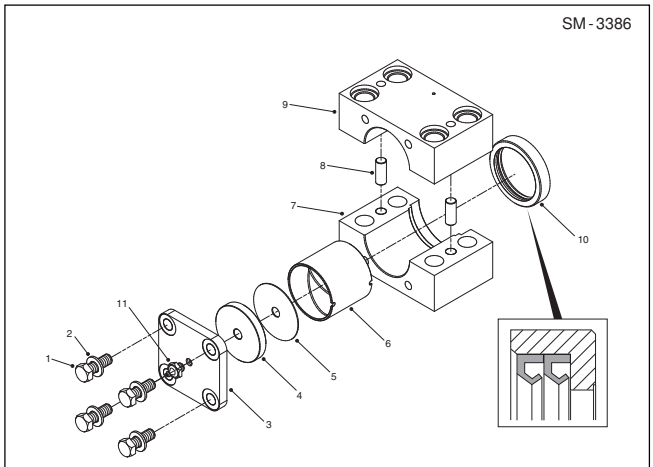

Fig. 10 Exploded View - Pivot Block Assembly
35. Move LH upper wishbone (7) into position and repeat steps 13 to 17.
36. Identify top of knuckle and wheelhead assembly (2) as that with the large 20mm diameter spring pins.
37. Remove lower pivot block (8) end caps, pivot blocks, bushes, seals, shims, washers (9, 8,13,12,14,15) and dowels (refer to 8 Fig. 10) from knuckle assembly (2).
38. Apply thermo paul 1 grease liberally to wishbone pivot pins, bushes and seals (2 & 3,4 & 5, 10, Fig. 10).
39. Slide seal assemblies (12) and bushes (13) into position on LH lower wishbone (5) ensure correct orientation of seal assemblies, Refer Fig.10.
40.Offer knuckle and wheel head assembly (2) up to lower LH wishbone (5) and replace pivot blocks and dowels (8 & 9 Fig. 10).